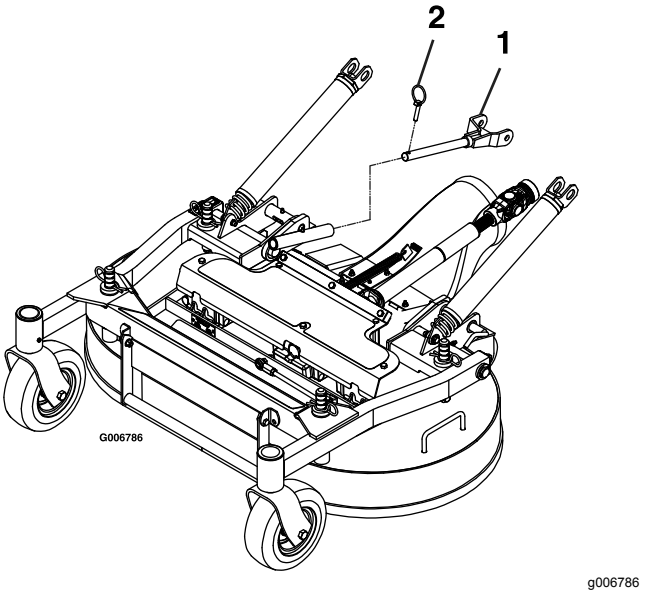

Figura 76
6. Retire os pinos de sujeição na frente dos braços de pressão de ambos os lados da máquina (Figura 76).
6. Fixe os braços com os pinos de sujeição à esquerda e direita da máquina (Figura 76).